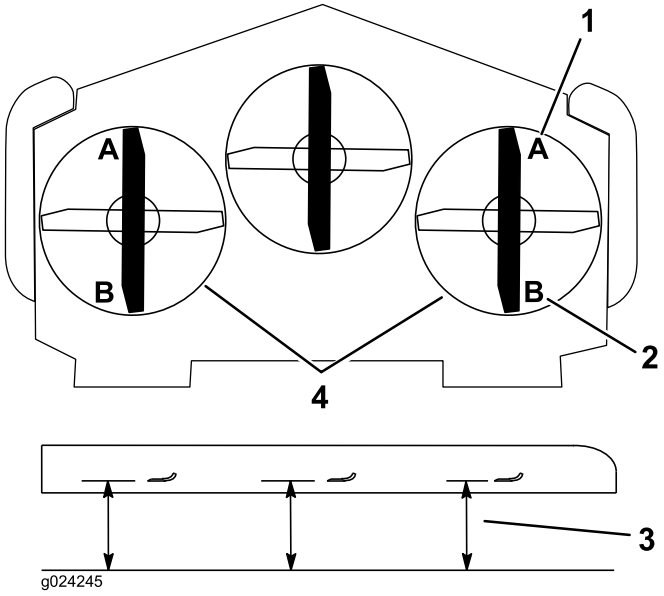

Figuur 83
8. Meet aan beide zijden van het maaidek vanaf het horizontale oppervlak tot de voorste punt van het maaimes (punt A) (Figuur 83).
Opmerking: De afstand moet 7,6 cm bedragen, zie (Figuur 83).
14. Meet aan beide zijden van het maaidek vanaf het horizontale oppervlak tot de achterste punt van het maaimes (punt B). De afstand moet 8,3 cm bedragen (Figuur 83).